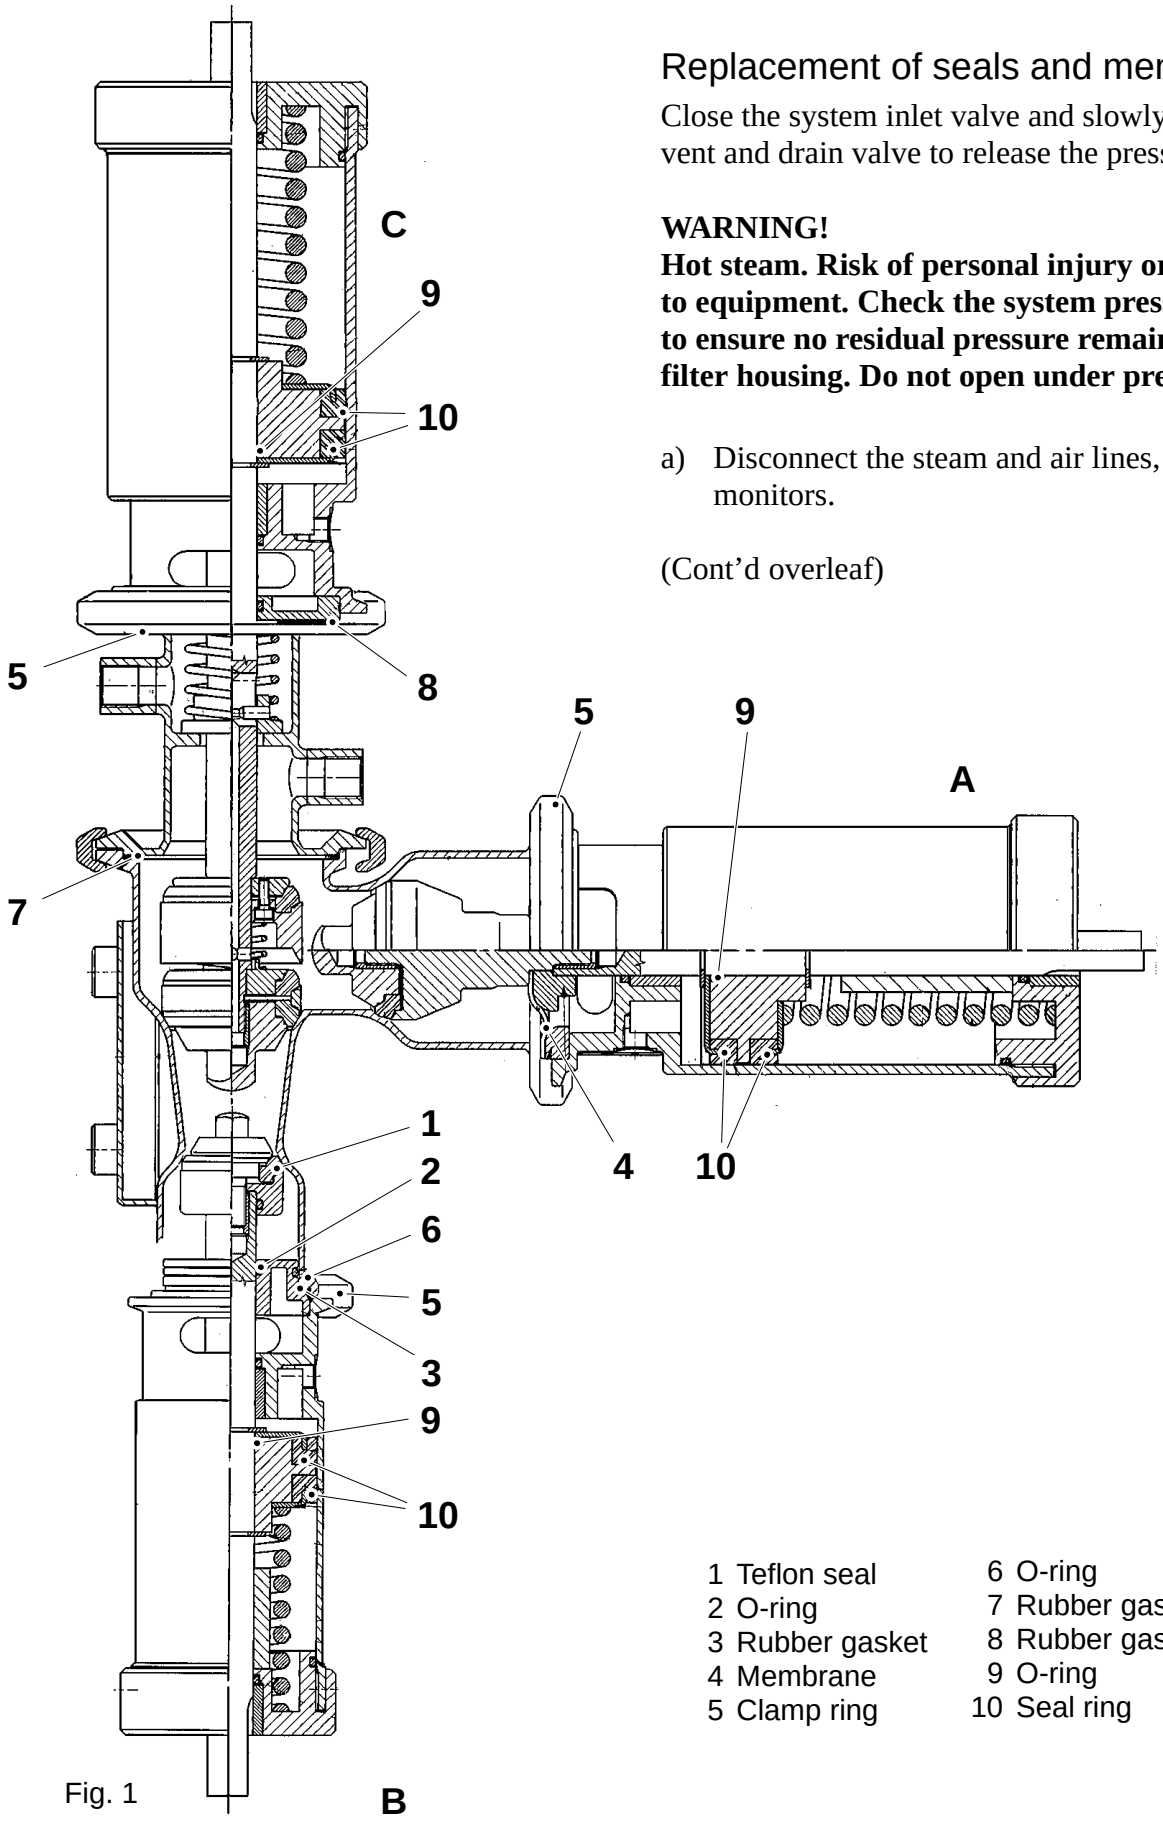

Fig. 1
c) Loosen the inner clamp ring (5), see fig. 1, and remove the valve.
d) **Product valve (A)**